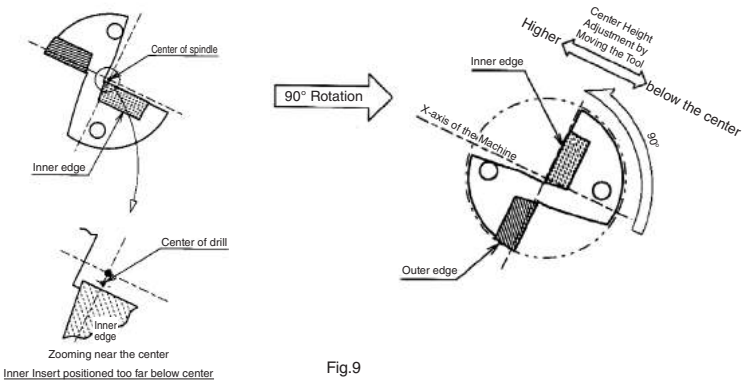

Fig.9
(2) If the core diameter becomes too large after the above adjustment, install the drill by rotating 90° counter-clockwise as shown in Fig.9 (outer insert is positioned lower) and adjust the center height by moving the tool in the X-axis direction. (However, this makes it impossible to adjust the drill diameter)